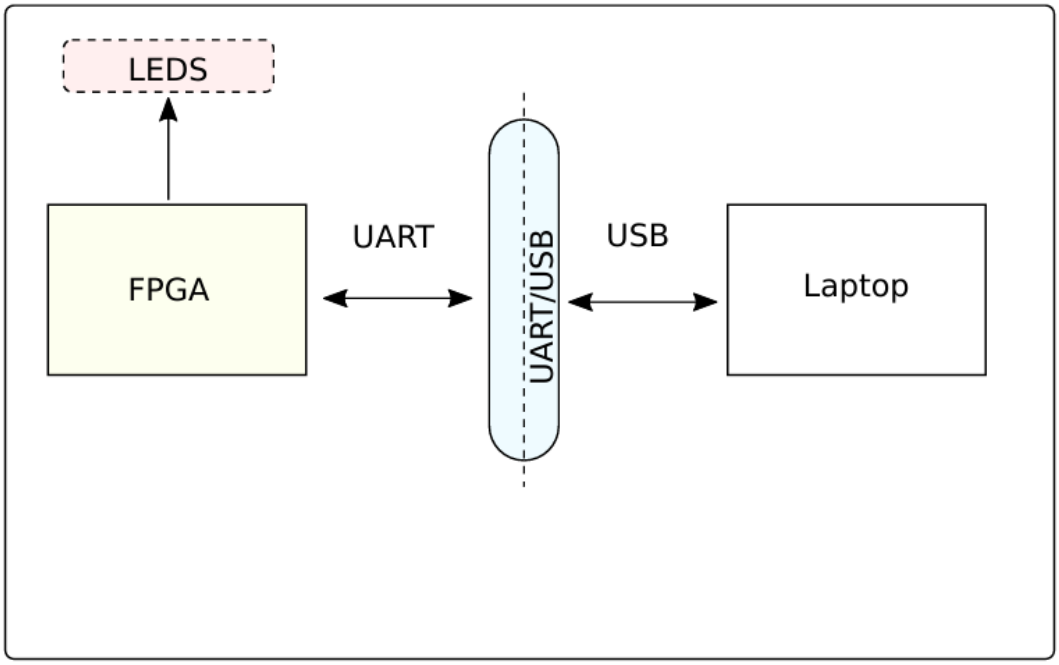

Figura 1: Diagrama conceptual de la interfaz UART conectado al computador y FPGA. LEDS muestran datos recibidos por el computador.
4. Desarrolle un diseño apropiado que permita enviar a una computadora personal un ”Hola mundo” al presionar un botón de la FPGA. Adicionalmente, el diseño debe mostrar en los LEDs datos recibidos desde dicha computadora (datos ASCII del teclado). En la figura 1 se ilustra el diagrama de bloques ideal para la prueba en físico.